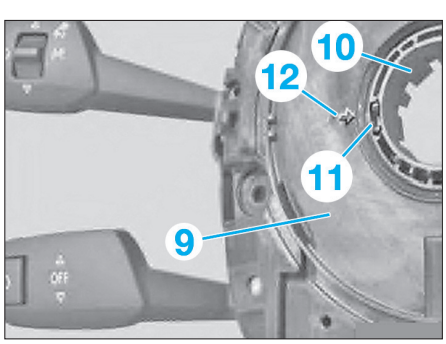

Fig. 10
Ne pas faire tourner la bague (10) (Fig.10). La bloquer pour qu'elle ne tourne pas (par exemple avec un ruban adhésif).
- L'encoche (11) de la bague (10) doit coïncider avec la flèche (12) sur le support des comodos (9) **(Fig.10)**.